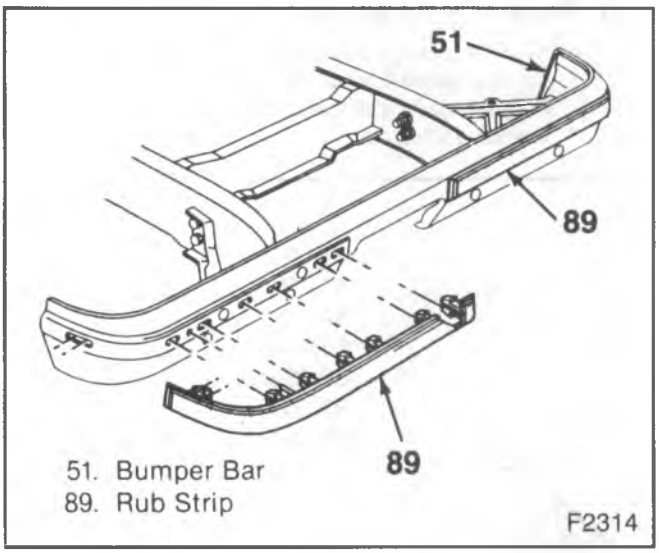

Figure 10—Rear Bumper Rub Strip
6. Rub strips from the bumper (where used) (figure 10).
7. Bumper bolts (82).
9. Braces (72).
11. Brackets (73).